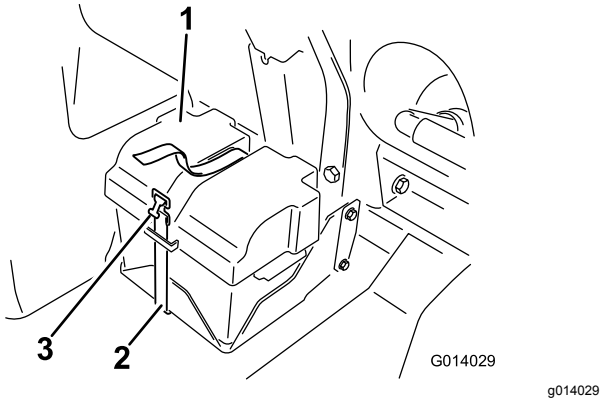

Figur 81
2. Avlägsna batterikåpan och lossa den jordade minuskabeln (svart) från batteripolen (Figur 81).
4. Montera batterikåpan och fäst den med remmen som togs bort tidigare (Figur 81).